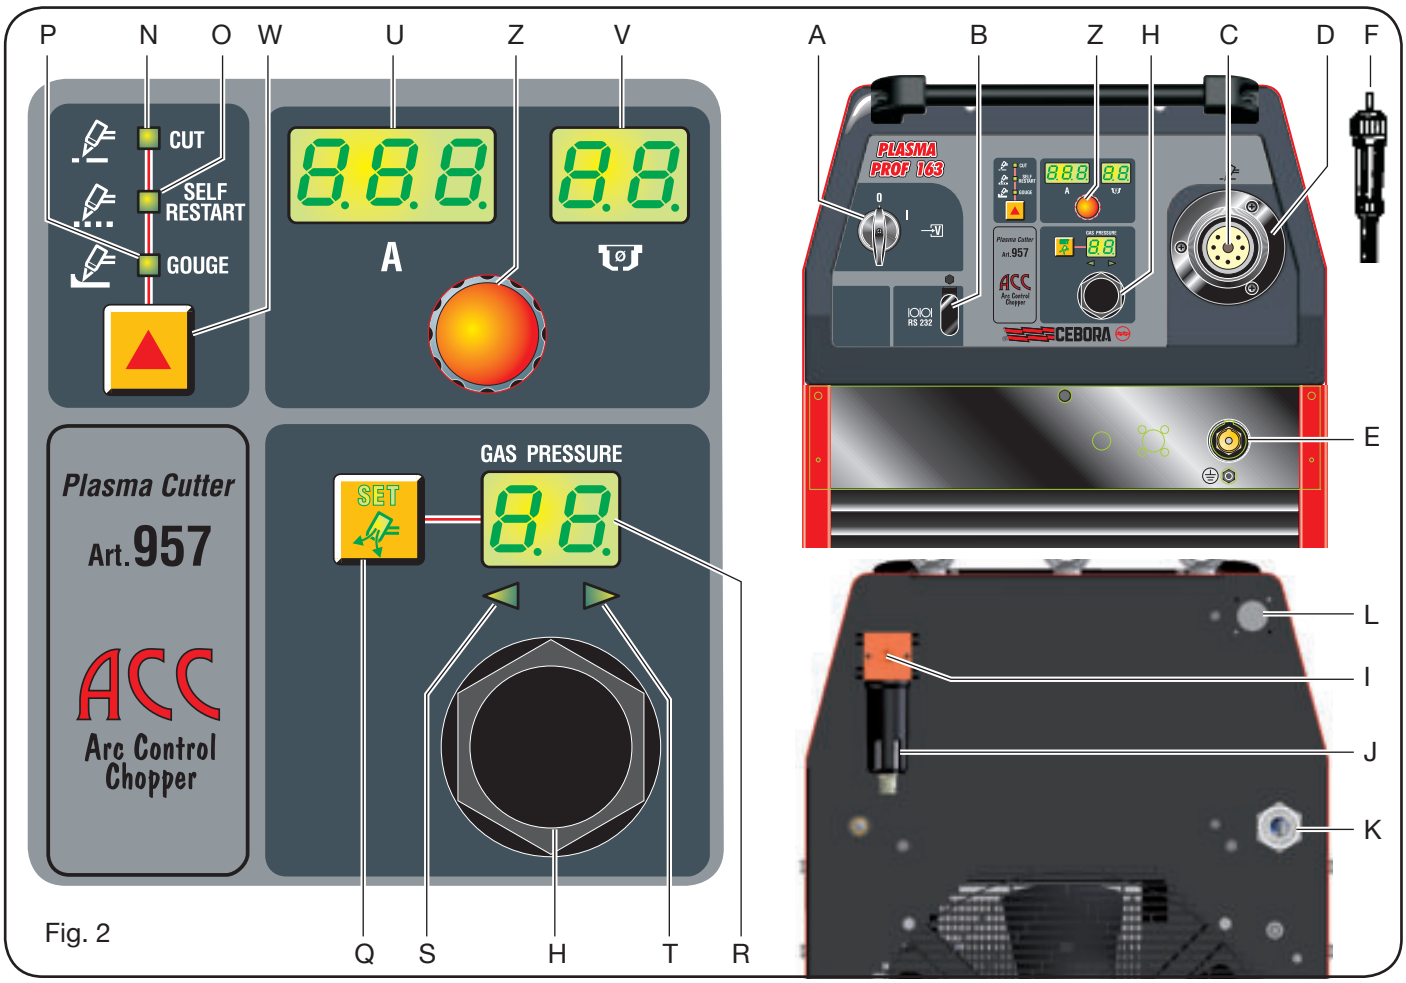

Fig. 2
2.2 DESCRIÇÃO DO APARELHO (fig. 2)
b) Em caso de ligação com ficha, usar uma com a capacidade indicada nos dados da chapa de identificação. Neste caso, a ficha deve ser usada para desligar completamente a máquina da rede eléctrica, depois de ter posto o interruptor **A** em “O” (fig. 2).
Nas descrições seguintes referir-nos-emos à Fig.2. Como equipamento ligado entrar no menu "segundas funções" premindo simultaneamente os botões **Q** e **W**.